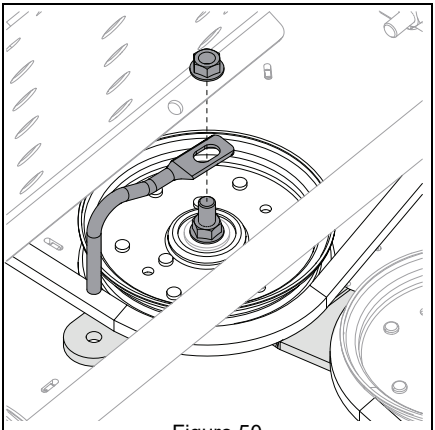

Figure 50
6. Remove belt retainer from idler arm. See Figure 50.
3. Reinstall belt retainer to idler arm. See Figure 50.